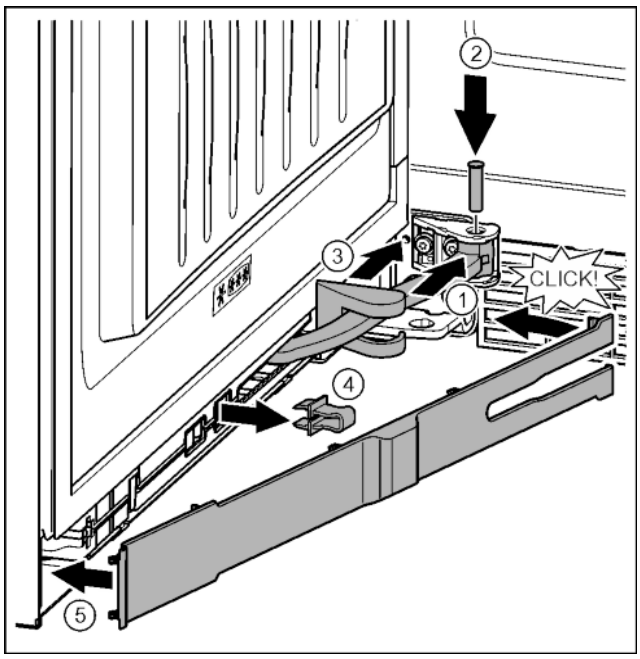

Fig. 38
▶ Turn the hinge in the mount. *Fig. 38 (1)*
▶ Insert the bolt with a T15 screwdriver in the mount and hinge. Ensure here that the catch is properly fitted in the channel. *Fig. 38 (2)*
▶ Slide the cover along the hinge and fit above the mount. *Fig. 38 (3)*
▶ Remove safety device. *Fig. 38 (4)*
▶ Place cover on the handle side and pivot. *Fig. 38 (5)*